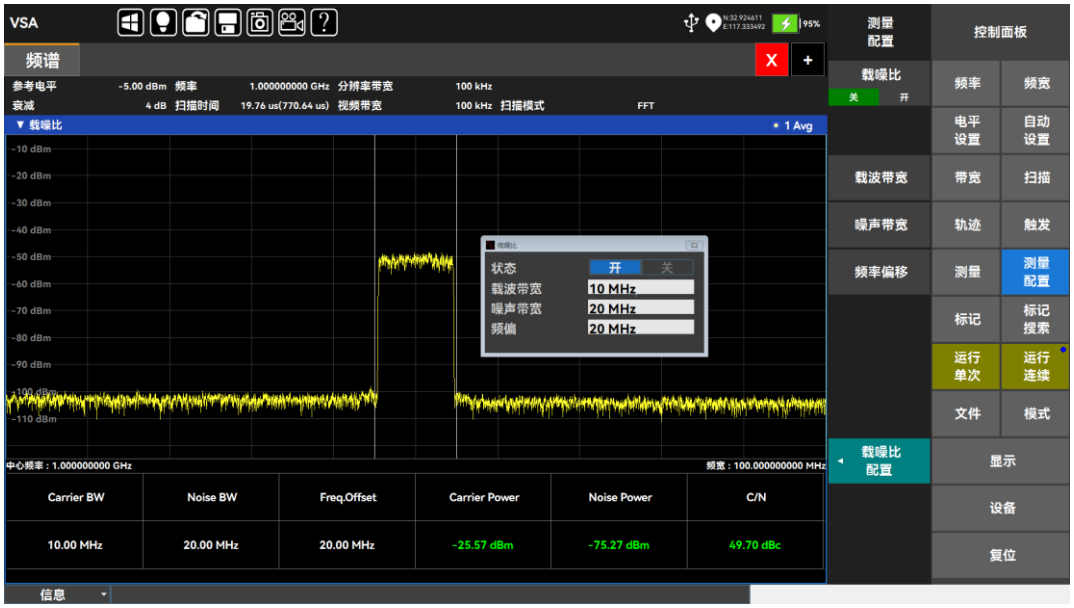

图 5.21 测量结果图
- 按【**测量配置**】、【**载噪比配置**】，载噪比选择开，设置合适的载波带宽、噪声带宽、频率偏移，结果如图 5.21 所示: